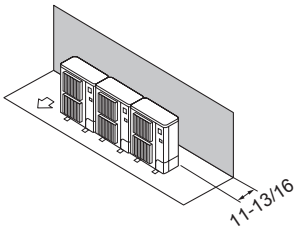

Fig. 2-11
① Obstáculos en la parte trasera (Fig. 2-11)